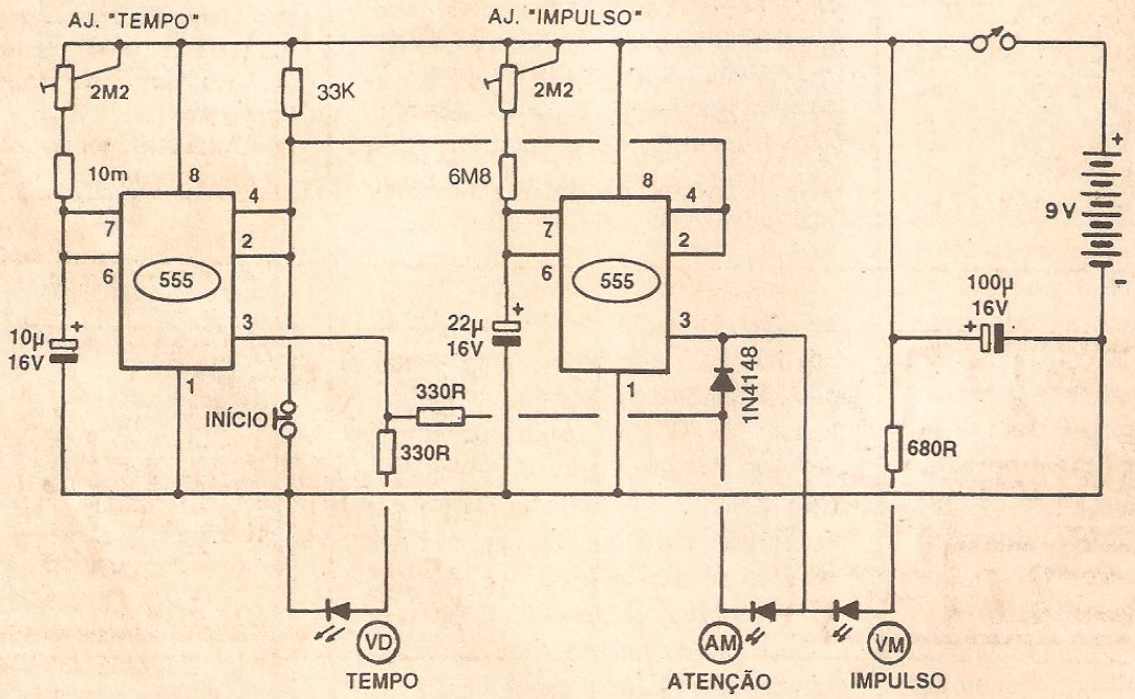

FIG. 1
- **FIG. 1** - ESQUEMA DO CIRCUITO - Só símbolos e conexões já perfeitamente "entendíveis" pelos Leitores/"Alunos" que acompanham ABC desde o começo do "Curso"... Qualquer de Vocês que **não conseguir** identificar, na figura, os Integrados, o diodo, os LEDs, os capacitores, resistores, etc., tem que "começar de novo", relendo e re-aprendendo com atenção tudo o que já foi mostrado ao longo dessas quase 20 "Aulas"... No "esquema", além dos citados componentes, ainda temos **trim-pots**, interruptores (de dois tipos...) e bateria/pilhas, todos simbolizados de acordo com as estilizações adotadas por ABC (e pela maioria das outras Revistas ou Livros do gênero...). Aos que estão "chegando agora", lembramos que as "Aulas" anteriores são essenciais para o perfeito aproveitamento e acompanhamento do nosso "Curso", aproveitando para notar que um "esquema" não é mais do que uma espécie de "mapa" representativo do circuito real, indicando sempre os nomes, valores e códigos dos componentes, bem como a maneira pela qual eles se encontram interligados no circuito...